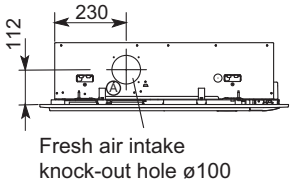

Fig. 2-173
(5) If the system requires fresh air to be drawn into the unit, cut and remove the insulation (both externally and internally) at the location shown as Ⓐ in Fig. 2-173.